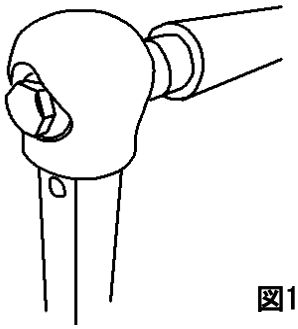

図1
①　バーを交換するフレキハードルの柱部を準備してください（図1）。